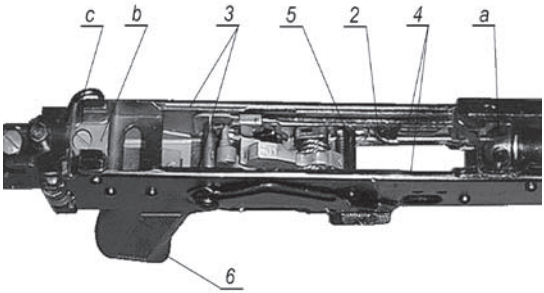

Rys. 43. Komora zamkowa:
Komora zamkowa *(rys. 42 i rys. 43)* łączy części i mechanizmy karabinka i umożliwia zaryglowanie lufy zamkiem.
- wewnątrz - wycięcia (**a**) *(rys. 43)* do ryglowania zamka, których tylne ścianki są oporami ryglowymi, zagięcia i prowadnice **3** do nadania kierunku ruchu suwadłu z zamkiem, wyrzutnik **2** do wyrzucania łusek, rurkę usztywniająca **5** ścianki boczne i występ do zaczepu magazynka;